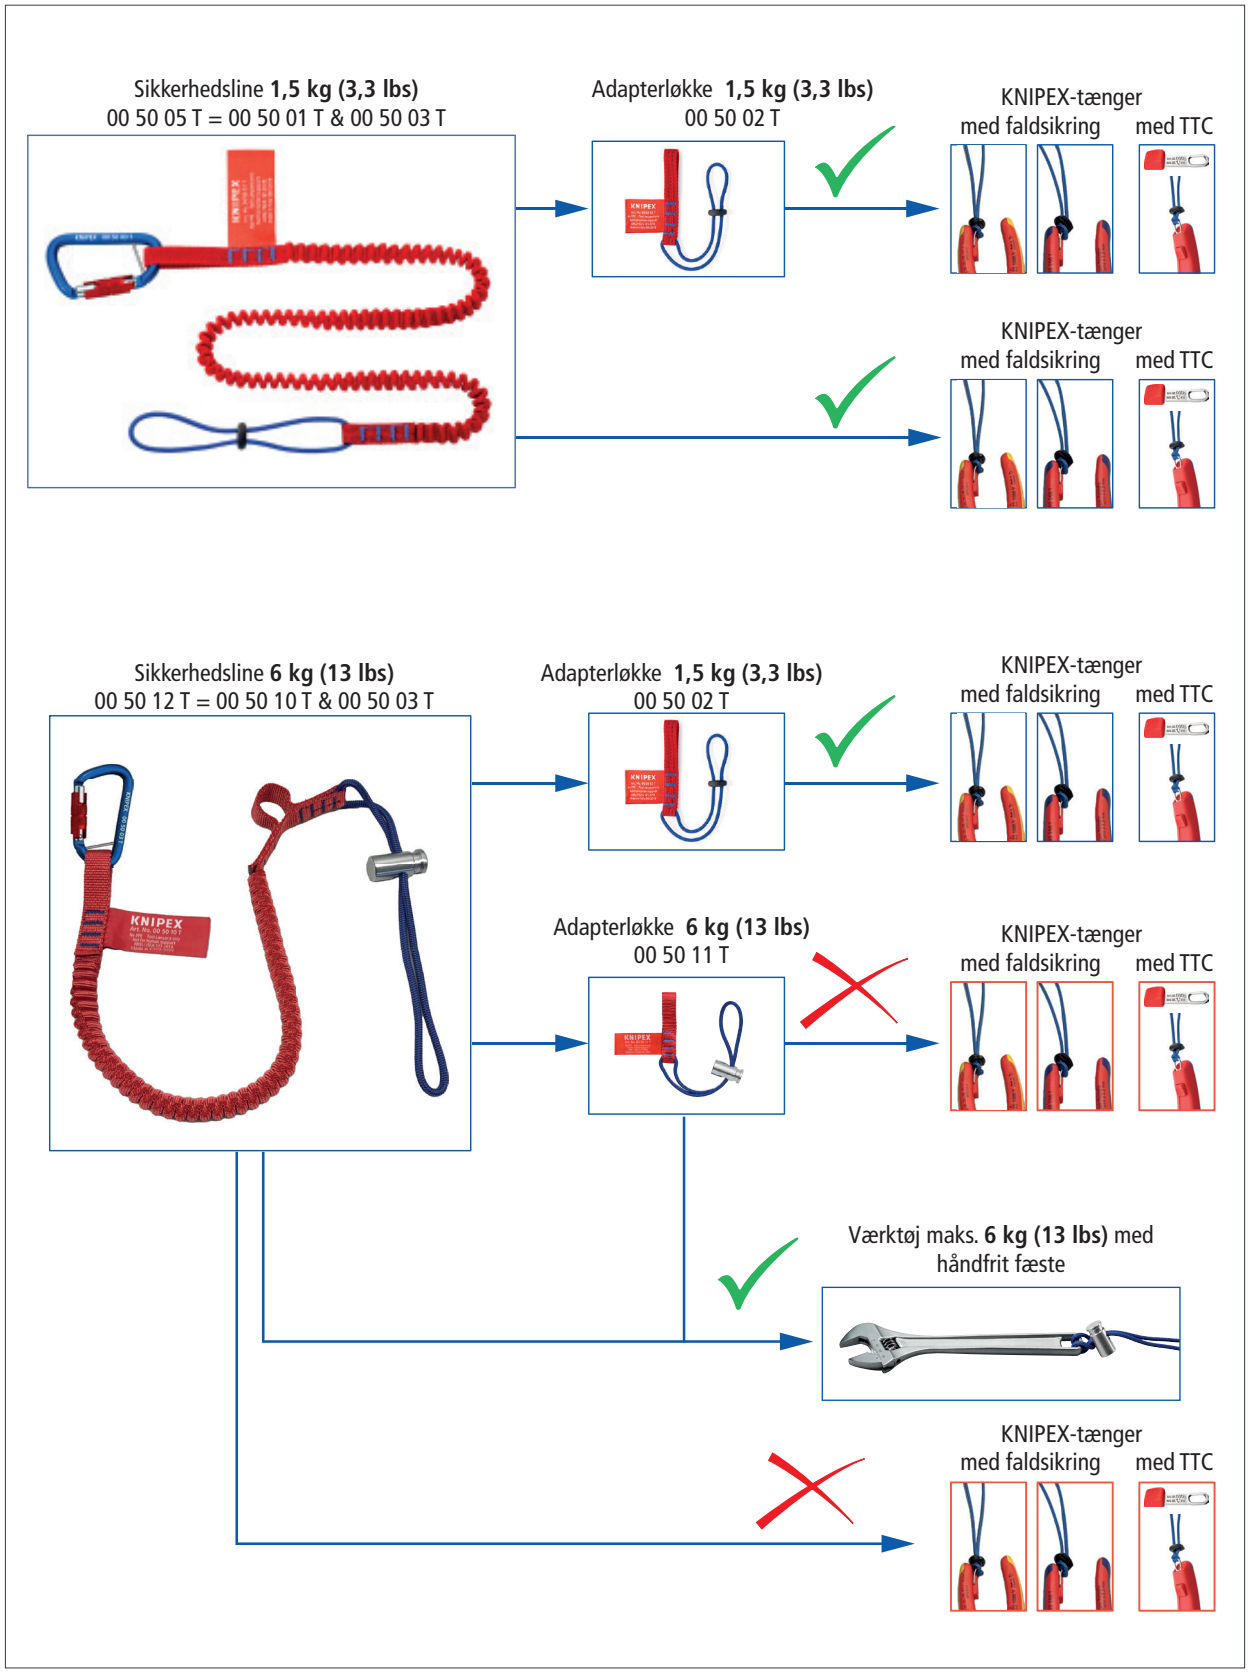

fig. 5: Kompatibilitet med KNIPEX værktøjer med faldsikring
- Når du fastgør et KNIPEX-værktøj med et fastgørelsespunkt til din sikkerhedsline eller adapterløkke (fig. 5), skal du kontrollere, om sikkerhedslinen eller adapterløkken er kompatibel.
- For at fastgøre et KNIPEX-værktøj med faldsikring til en 6 kg (13 lbs)-sikkerhedsline (KNIPEX 00 50 10 T) skal 1,5 kg (3,3 lbs)-adapterløkken (KNIPEX 00 50 02 T) (fig. 5) anvendes.